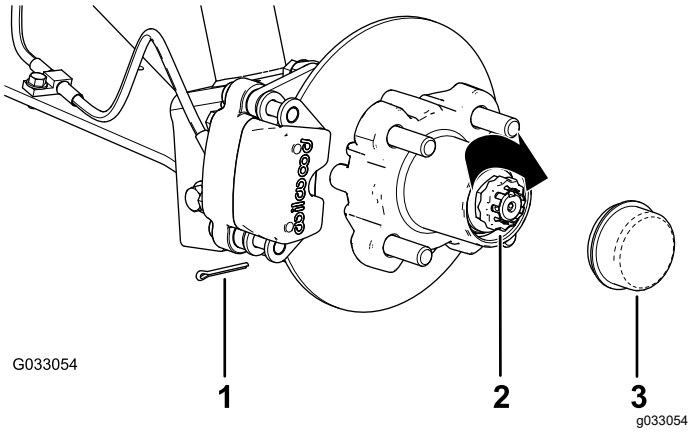

**Figuur 31**
8. Monteer de borgschroef over de moer en controleer de uitlijning van de sleuf in de schroef en de opening in de as voor de borgpen (Figuur 31).
9. Monteer de borgpen en plooi beide uiteinden rond de borgschroef (Figuur 31).
10. Plaats de stofkap op de naaf (Figuur 31).